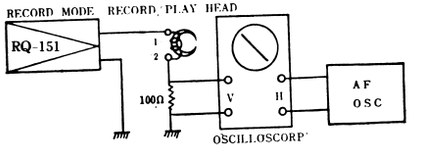

Fig. 13
Measuring Circuit Refer Fig. 13
1. As shown in fig. 13 insert a 100Ω resistor to ground lead wire of Record/Playback Head and connect vertical axis of Oscilloscope across resistor; connect horizontal axis of Oscilloscope to output terminal of AF Oscillator.